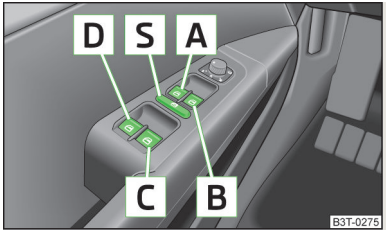

Fig. 25
- It is recommended to deactivate the electrically operated power windows in the rear doors (safety pushbutton) S » Fig. 25 on page 45 when children are being transported on the rear seats.
Buttons for the power windows » Fig. 25.
The buttons for power windows in the rear doors can be deactivated by pressing the safety pushbutton S » Fig. 25. The buttons for the electrical power windows in the rear doors are activated again by pressing the safety pushbutton S again.
› Hold the button A[1] in the opening position » Fig. 25 on page 45.
› Hold the button A[1] in the closing position » Fig. 25 on page 45.